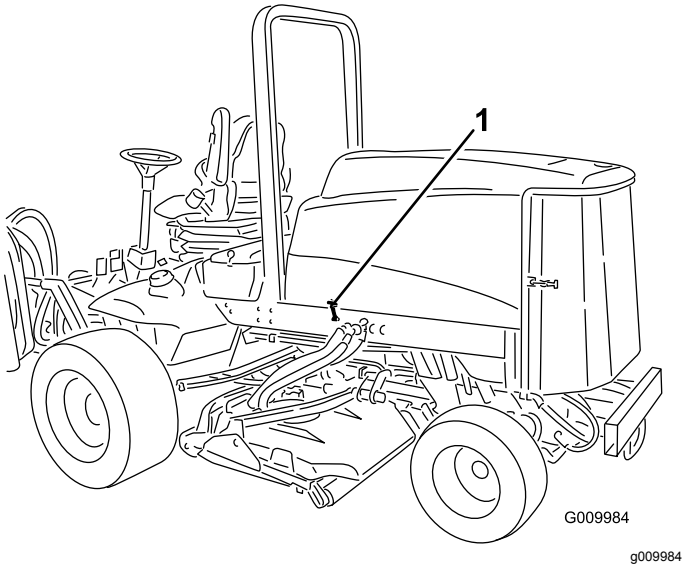

Figuur 47
1. Maak de motorkapvergrendelingen (Figuur 47) los en open de motorkap.